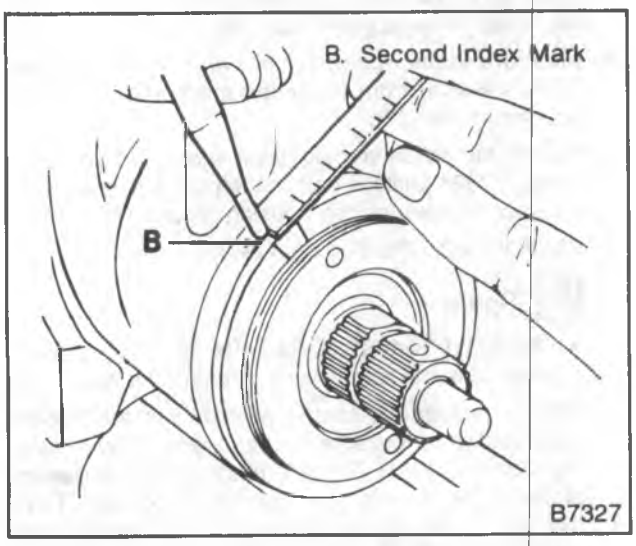

Figure 17—Remarking the Housing
4. Measure back (counterclockwise) 4.7-6.3 mm (3/16-1/4-inch) from the index mark and mark the housing (figure 17).